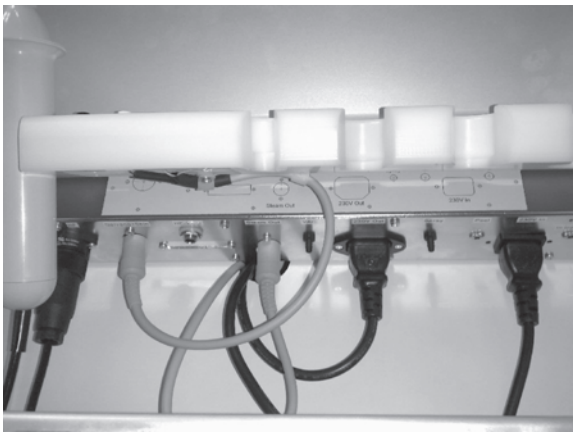
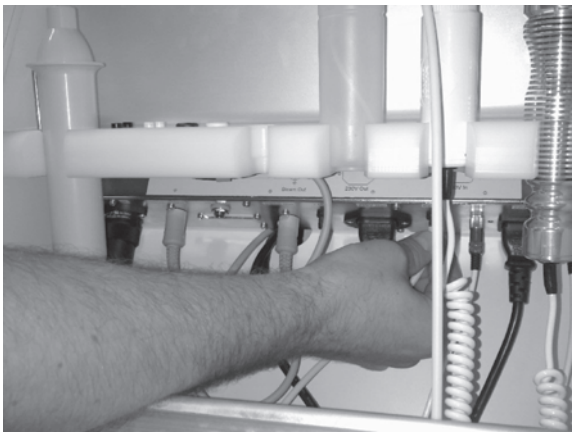

Abb. 8: Steuereinheit mit Anschlüssen
Abb. 9: Handstücke und Zubehörteile angeschlossen
- Die Steuereinheit mit den Anschlüssen befindet sich hinter dem Instrumententräger (s. Abb. 8 + Abb. 9).